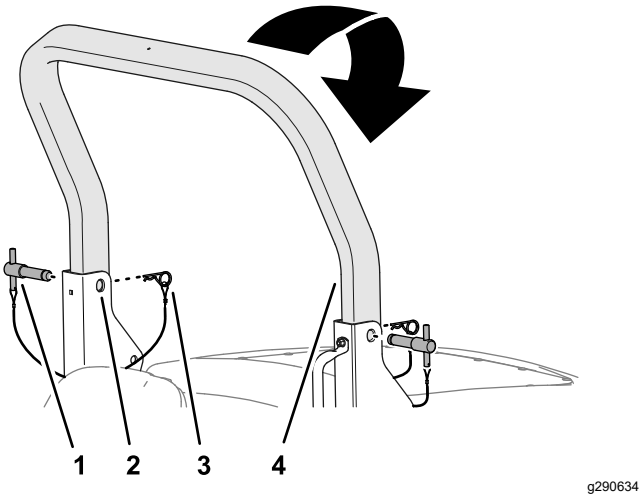

**Figur 26**
2. Fjern låseclipsene fra styrtbøjlestifterne i aksebeslagene på det nedre styrtbøjlestel (Figur 26).
3. Mens du understøtter den øvre styrtbøjles vægt, skal du fjerne styrtbøjlestifterne fra aksebeslagene (Figur 26).